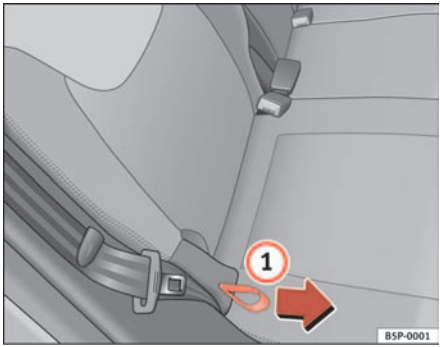

Fig. 97 Rear seat backrest angle adjustment ▶
– Hold the backrest at the top. Pull the loop on the side of the seat ⇒ page 131, fig. 97 (1) in the direction of the arrow and hold the loop in this position. Push the backrest to the required position and release the loop.